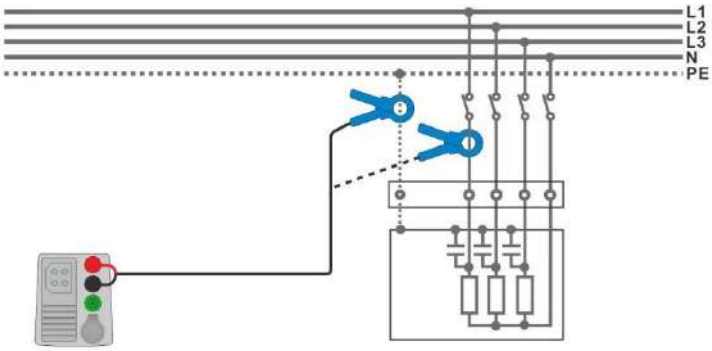

Figure 7.106: PE leakage and load current measurements
- Connect the clamp to the object under test, see ***Figure 7.106***.